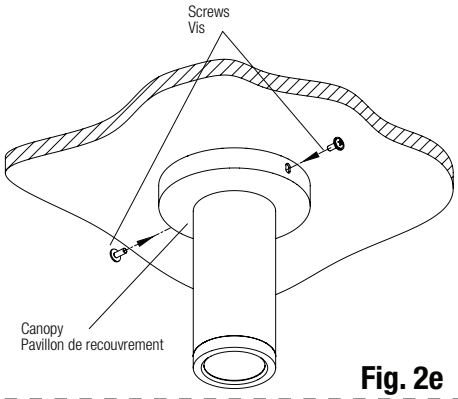

Fig. 2e
7. Install the canopy of luminaire on the ceiling Universal Spider Adaptor Plate by using the two side screws (Fig. 2e and Fig. 2f).
7. Installer le pavillon de recouvrement du luminaire sur la plaque adaptateur à débouchures universelles du plafond à l'aide des deux vis latérales (Fig. 2e et Fig. 2f).